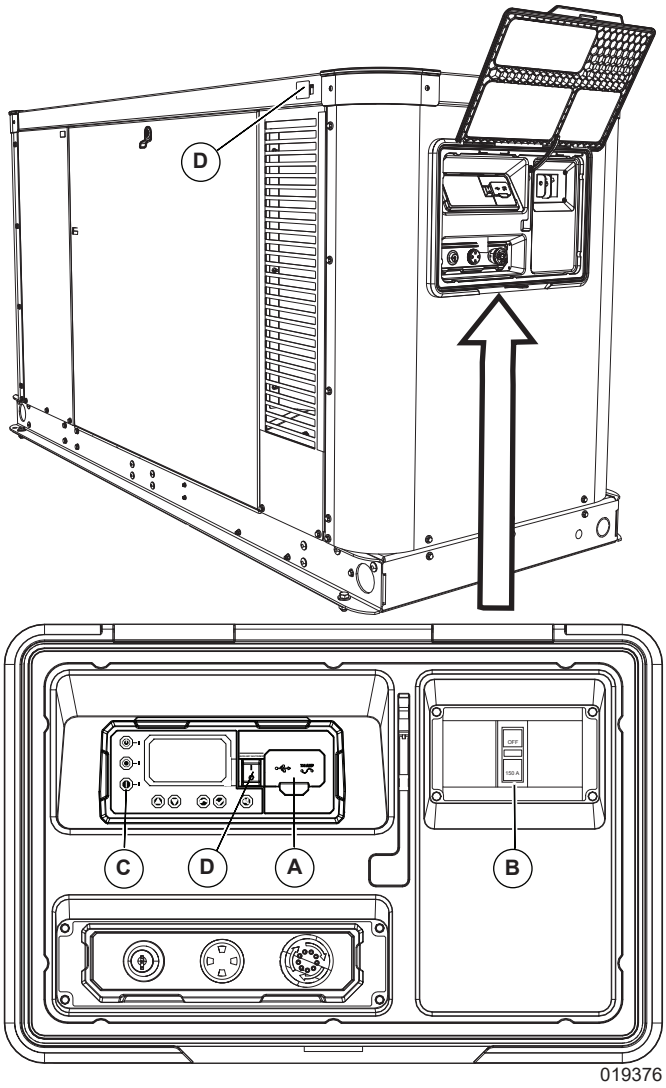

Figure 5-4. Generator Control Panel
2. See *Figure 5-4*. Set generator MLCB (generator disconnect) to OFF (OPEN), if equipped.
3. See ***Figure 5-4***. Verify both generator emergency shutdown switches (D) are OFF.
4. Press OFF on the controller (C). A red LED illuminates to verify system is OFF.
6. Pull up rubber flap (A) covering fuse holder and remove 7.5 amp fuse.